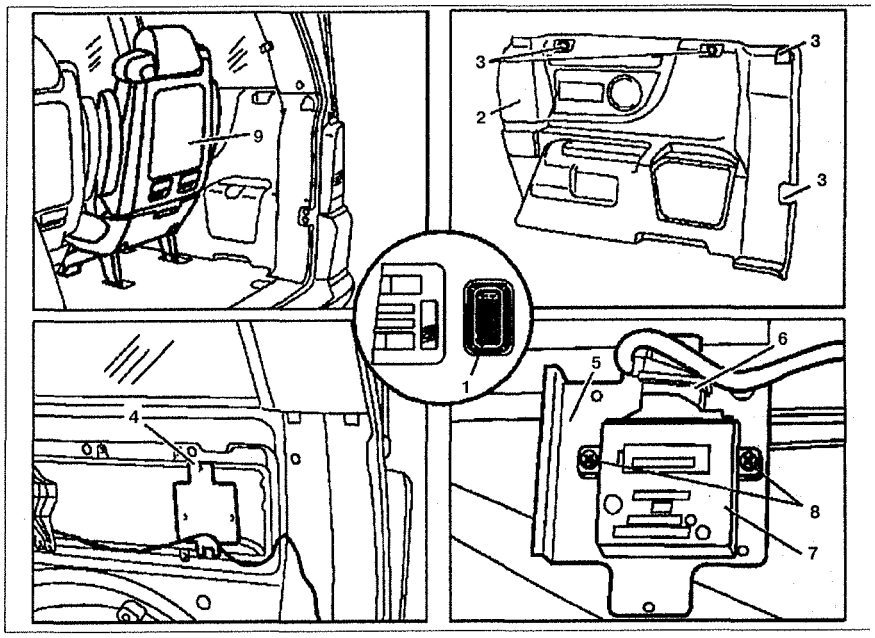

Рис. 7.15. Блок управления пневматической подвеской:
1. Опустите правое сиденье **9** (см.рис.7.15).